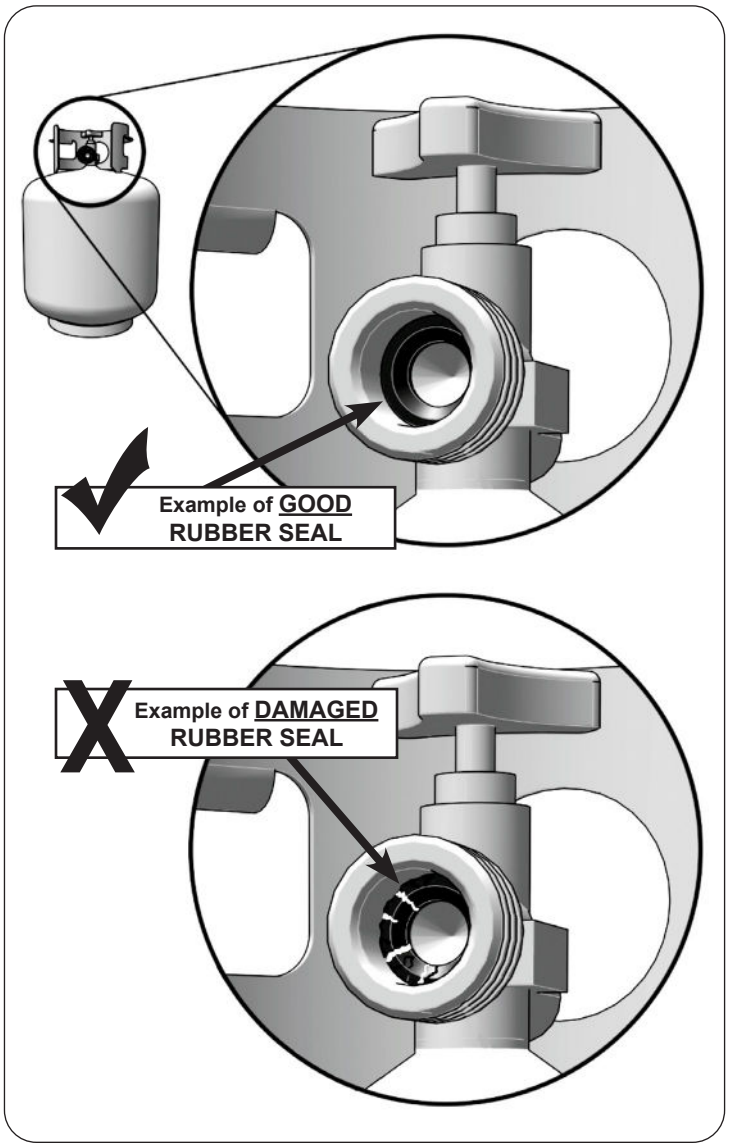

Fig. 9-1 Inspect rubber seal
D. **CGA 791 connections on LP gas cylinders:** The cylinder face elastomeric face seal element on these devices could, over time, show marked and visible damage or deterioration that might cause a leak even with the connection tightened. A visual inspection for the seal must be carried out every time a LP gas cylinder is replaced or refilled. Any LP gas cylinder showing signs of damage or deterioration as illustrated in Fig. 9-1, including visible cracks and pitting, must be replaced.